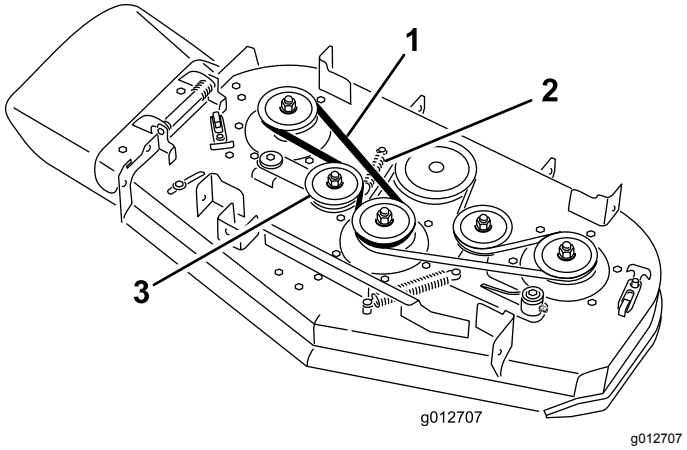

**Figuur 65**
4. Verwijder de veer van de ankerpost op de arm van de spanpoelie (Figuur 65).
5. Verwijder de versleten drijfriem (Figuur 65).
6. Plaats de nieuwe drijfriem rond de poelies van het maaidek en de spanpoelie (Figuur 65).
7. Monteer de veer aan de ankerpost op de arm van de spanpoelie (Figuur 65).